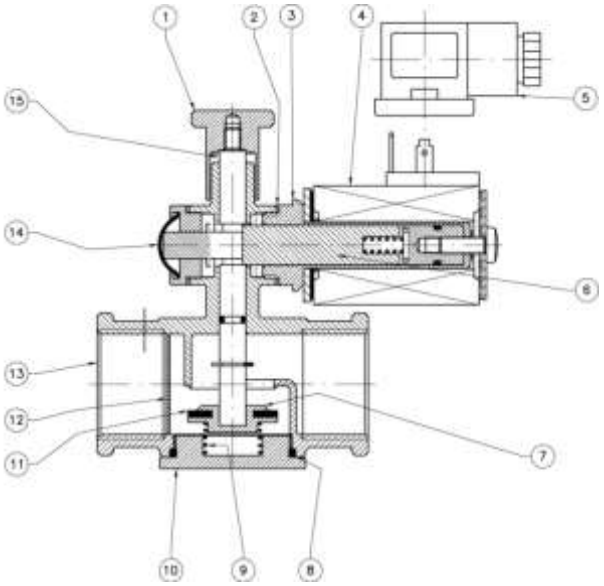

Рис.1
Клапан (Рис. 1) состоит из: рукоятка механизма возврата (1); алюминиевая шайба (2); арматура соленоида в сборе (3); соленоид (4); электрический коннектор (5); сердечник (6); затвор (7); уплотнительное кольцо (8); пружина запирающего механизма (9); нижний колпачок (10); уплотняющая прокладка (11); фильтрующий элемент (устанавливается по требованию) (12); корпус (13); кнопка ручного закрытия (только в модели M16/RMOC N.A.) (14); центральный шток (15).